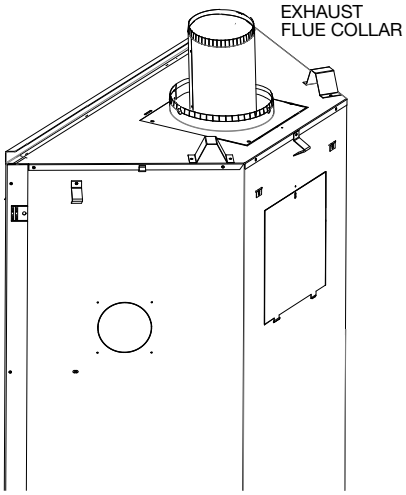

Fig. 3
G. From inside the firebox, install the 4" (101.6mm) exhaust collar with gasket up through the top of the firebox, and secure with the the 4 hex head 3/4" black screws supplied in the manual baggie **(Fig. 3)**.